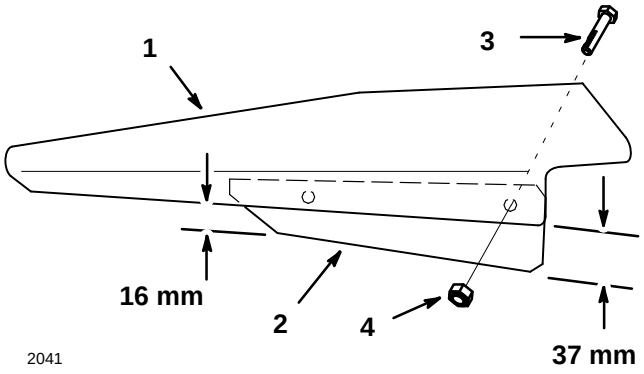

Figure 1
1. Hold deflector baffle in position along front of deflector, with large end toward the mower (Fig. 1).
2. Line up inside edge with deflector edge and space so it extends below as shown (Fig. 1).
3. Mark and drill (2) 9 mm holes in deflector (Fig. 1).
4. Secure with 5/16–18 x 3/4 (9mm) bolts and thin 5/16 lock nuts (Fig. 1).